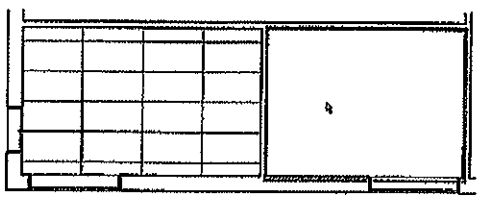

Figure 4–49
4. In the *Modify | Place Ceiling* tab>Ceiling panel, verify that (Automatic Ceiling) is selected. Click inside a room to create a ceiling, as shown in Figure 4–49.